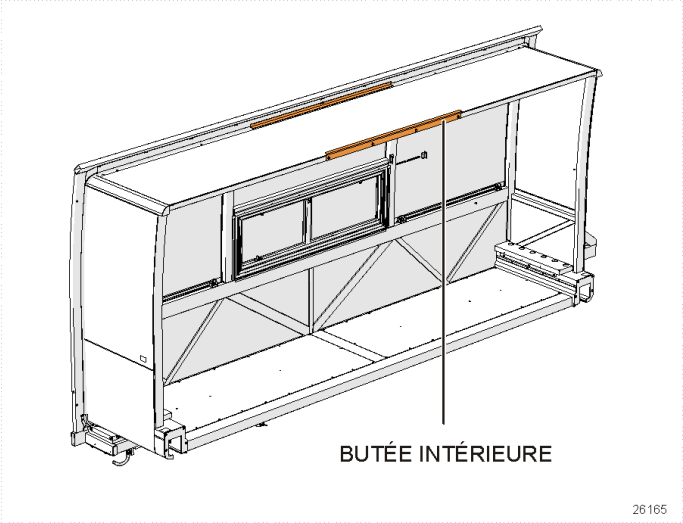

FIGURE 4: BUTÉE SUPÉRIEURE INTÉRIEURE
4. Enlever la butée supérieure intérieure. (Figure 4).